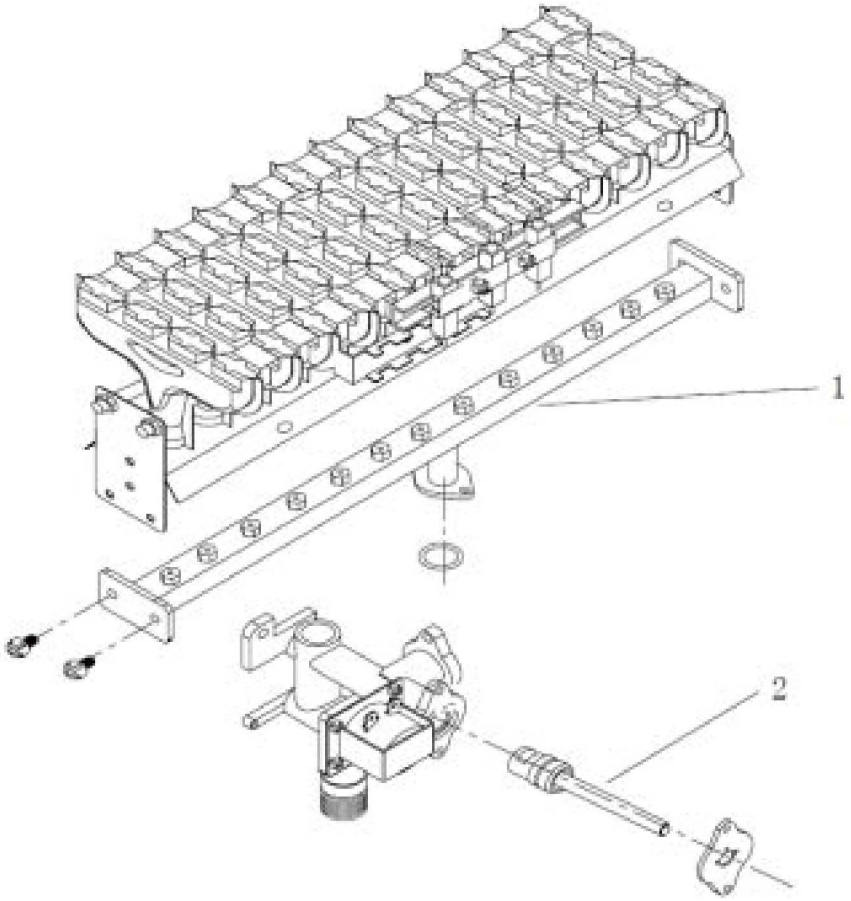

Fig. 8
2. **Retire el quemador y reemplace los inyectores (Fig. 8 item 1);**
3. **Reemplace el regulador de gas. (Fig. 8 item 2, ver Fig. 2)**